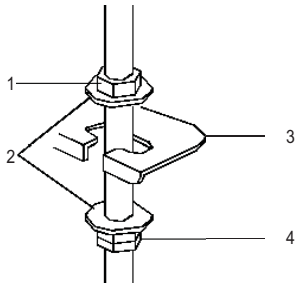

Fig. 8 — Secure the Hanger Bracket
b. Secure the hanger bracket (see Fig. 8).